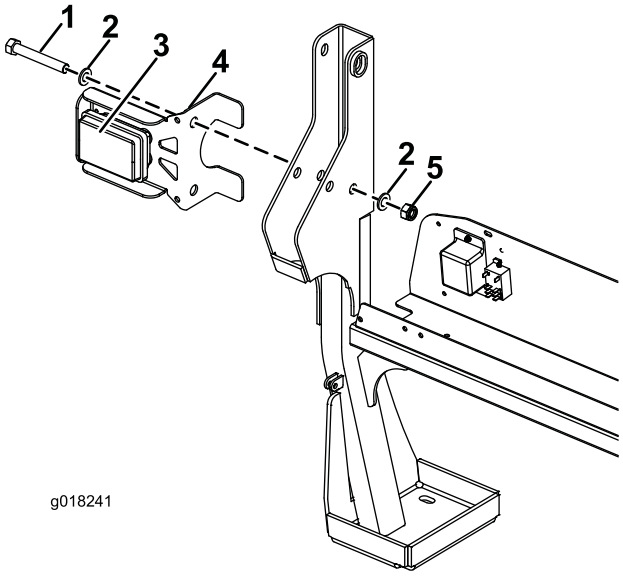

Figure 2
2. Vis (4)
6. Alignez le trou supérieur du support de feu arrière gauche sur le trou de la structure ROPS et insérez le boulon M16 x 110 mm (Figure 2) neuf. Réutilisez les rondelles existantes.